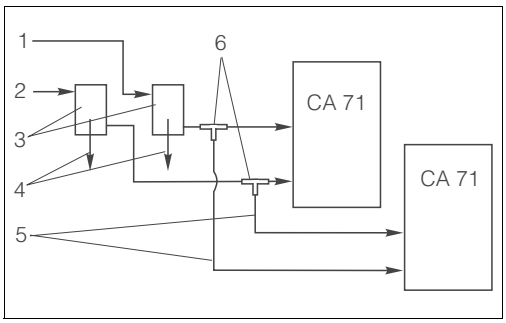

Fig. 10: Installation example
- Distance between the analyzers as short as possible: sampling line between T-piece and the second analyzer (Fig. 10, item 5) shorter than 1.5 m